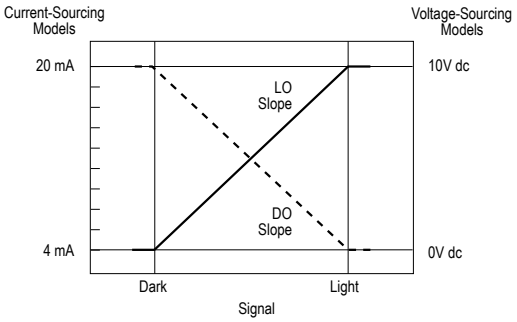

Figure 2. Analog output as a function of target position – two-point static or dynamic TEACH
Two-point static or dynamic TEACH: The sensor sets the first taught condition to the highest output level (either 20 mA or 10V), and the second taught condition to the lowest level (either 4 mA or 0V), and scales between these points. If the first condition taught has more returned light, the sensor will be in Light Operate mode (LO). If the first taught condition is darker, the sensor will be in Dark Operate mode (DO). To change the slope of the analog output (refer to *Figure 2. Analog output as a function of target position – two-point static or dynamic TEACH* on page 4), toggle LO/DO in *Sensor Setup* on page 12.